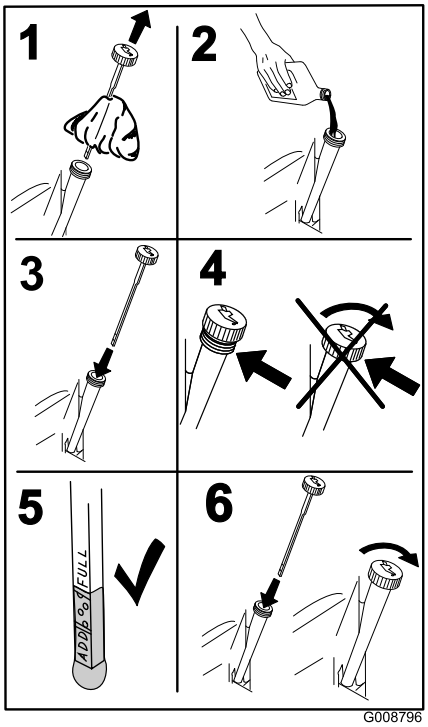

Figura 46
5. Vierta lentamente un 80% aproximadamente del aceite especificado por el tubo de llenado, luego añada lentamente el resto del aceite hasta que llegue a la marca **Full** (Figura 46).